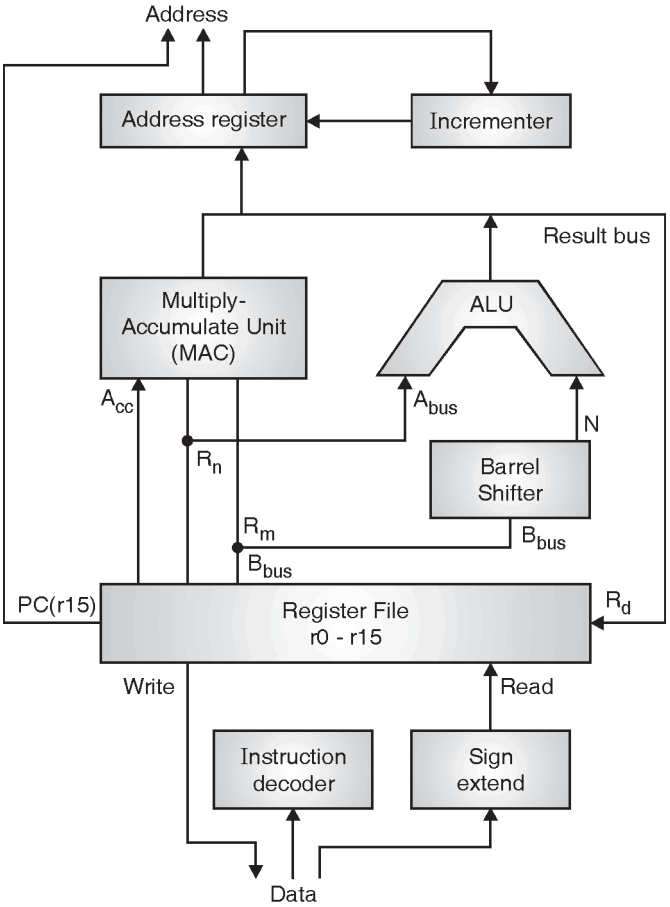

Fig. 1.8.1 : ARM core data flow model
- Fig. 1.8.1 shows the ARM core data flow model. It supports Von-Neumann architecture.